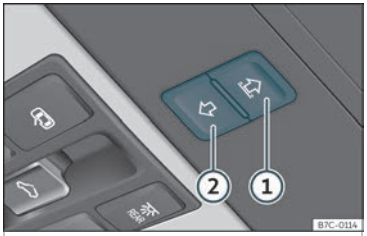

Fig. 86 No revestimento interior do teito:teclas da cortina parasol.
As teclas ››› **fig. 86** ① e ② teñen dous niveis. No primeiro nivel pódese abrir ou pechar total ou parcialmente a cortina parasol.
- *Cortina parasol:* antes de que transcorran aprox. 5 segundos dende a activación da función antiaprisionamento, prema a tecla ››› **fig. 86** ② ata que a cortina se peche completamente.